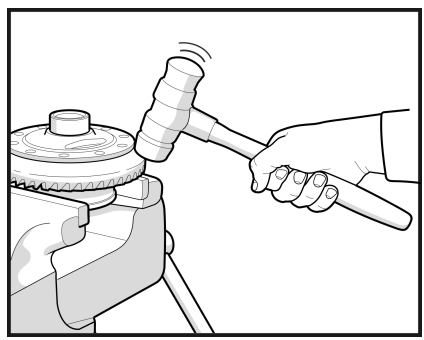

Рис. 13
2.2 Сбейте ведомую шестерню с корпуса дифференциала, используя молоток с пластиковым, резиновым или медным бойком. Во избежание заклинивания сбивайте шестерню равномерно по окружности. (**Рис. 13**)